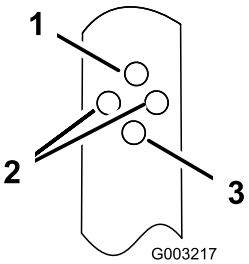

**Figuur 14**
2. Steek de bout door het gat in elke beugel waarmee de handgreep in de gewenste positie wordt gezet (Figuur 14).